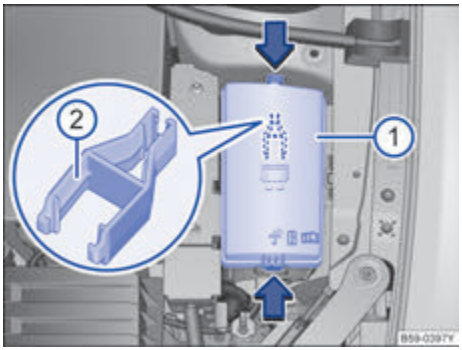

图 140 发动机舱内：保险丝盒盖板
- 沿箭头方向按压锁止按钮，以便将保险丝盒的盖板→图 140 解锁。
用来拔出保险丝的塑料夹钳→图 140 ② 位于发动机舱保险丝盒盖板的内侧。